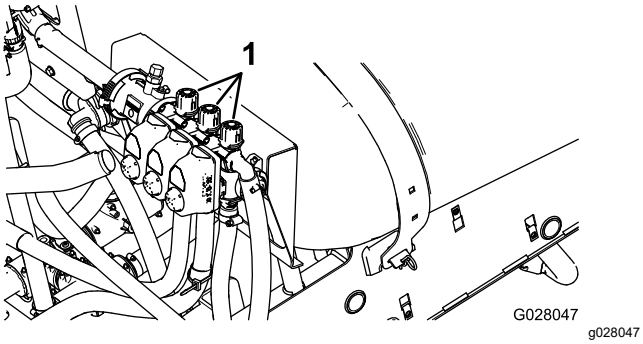

Figura 22
2. Desligue a seção esquerda e ajuste o botão de desvio da seção (Figura 22) até que a leitura de pressão esteja no nível ajustado anteriormente (normalmente 2,75 bar ou 40 psi).
4. Ajuste o botão de desvio da seção direita (Figura 22) até que a leitura de pressão esteja no nível ajustado anteriormente (normalmente 2,75 bar ou 40 psi).
6. Ajuste o botão de desvio da seção central (Figura 22) até que a leitura da pressão esteja no nível ajustado anteriormente (normalmente 2,75 bar ou 40 psi).